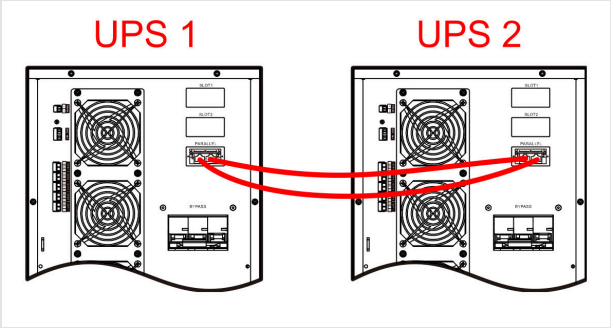
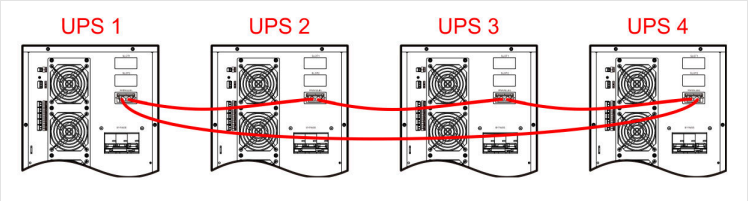

FIGURE 4-30 Parallel cables, two UPS
FIGURE 4-31 Parallel cables, four UPS
3. Connect the parallel ports of the UPS units with the parallel cables (Figure 4-30, Figure 4-31).